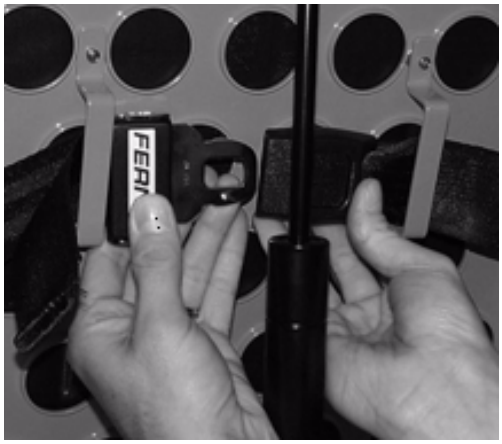

Figure 51
4. Enrouler les sangles autour du relève-buste et insérer les extrémités des sangles dans les supports. Attacher solidement la boucle (cf.Figure 51).